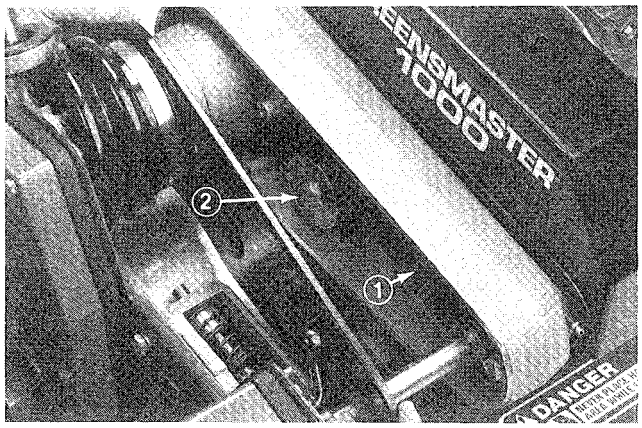

Figure 32
**Differential belt (Fig. 32)**